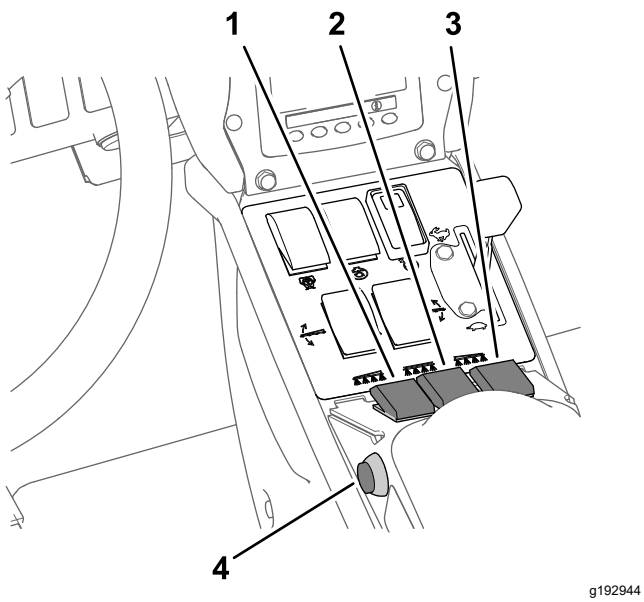

Figur 39
7. Slå PÅ omkopplarna för sprutsektionerna (Figur 39).
10. Kör i önskad hastighet och slå PÅ huvudsektionsomkopplaren för att börja spruta (Figur 39).
3. Stäng AV huvudsektionsomkopplaren. Se Figur 39 i Spridning i spruthastighetsläget (sida 36).
7. Slå PÅ de enskilda sektionsomkopplarna (efter behov). Se Figur 39 i Spridning i spruthastighetsläget (sida 36).
9. Kör i önskad hastighet och slå PÅ huvudsektionsomkopplaren för att börja spruta. Se Figur 39 i Spridning i spruthastighetsläget (sida 36).